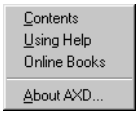

**Figure 1-3 Help menu**
**Help menu** The **Help** menu is shown in Figure 1-3.